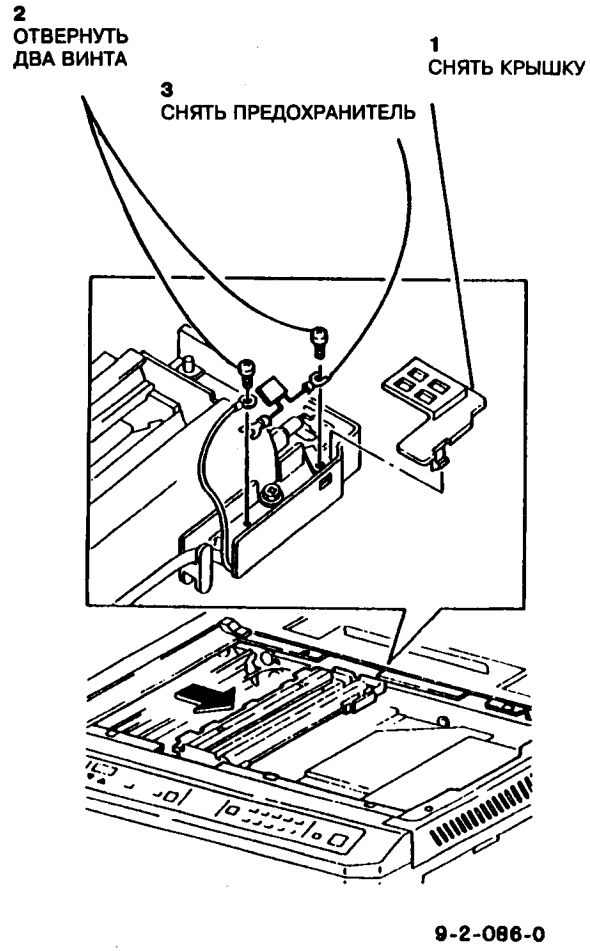

Рис.1 Замена предохранителя
2. Сместить каретку полного хода к вырезу в раме и снять предохранитель (рис.1).